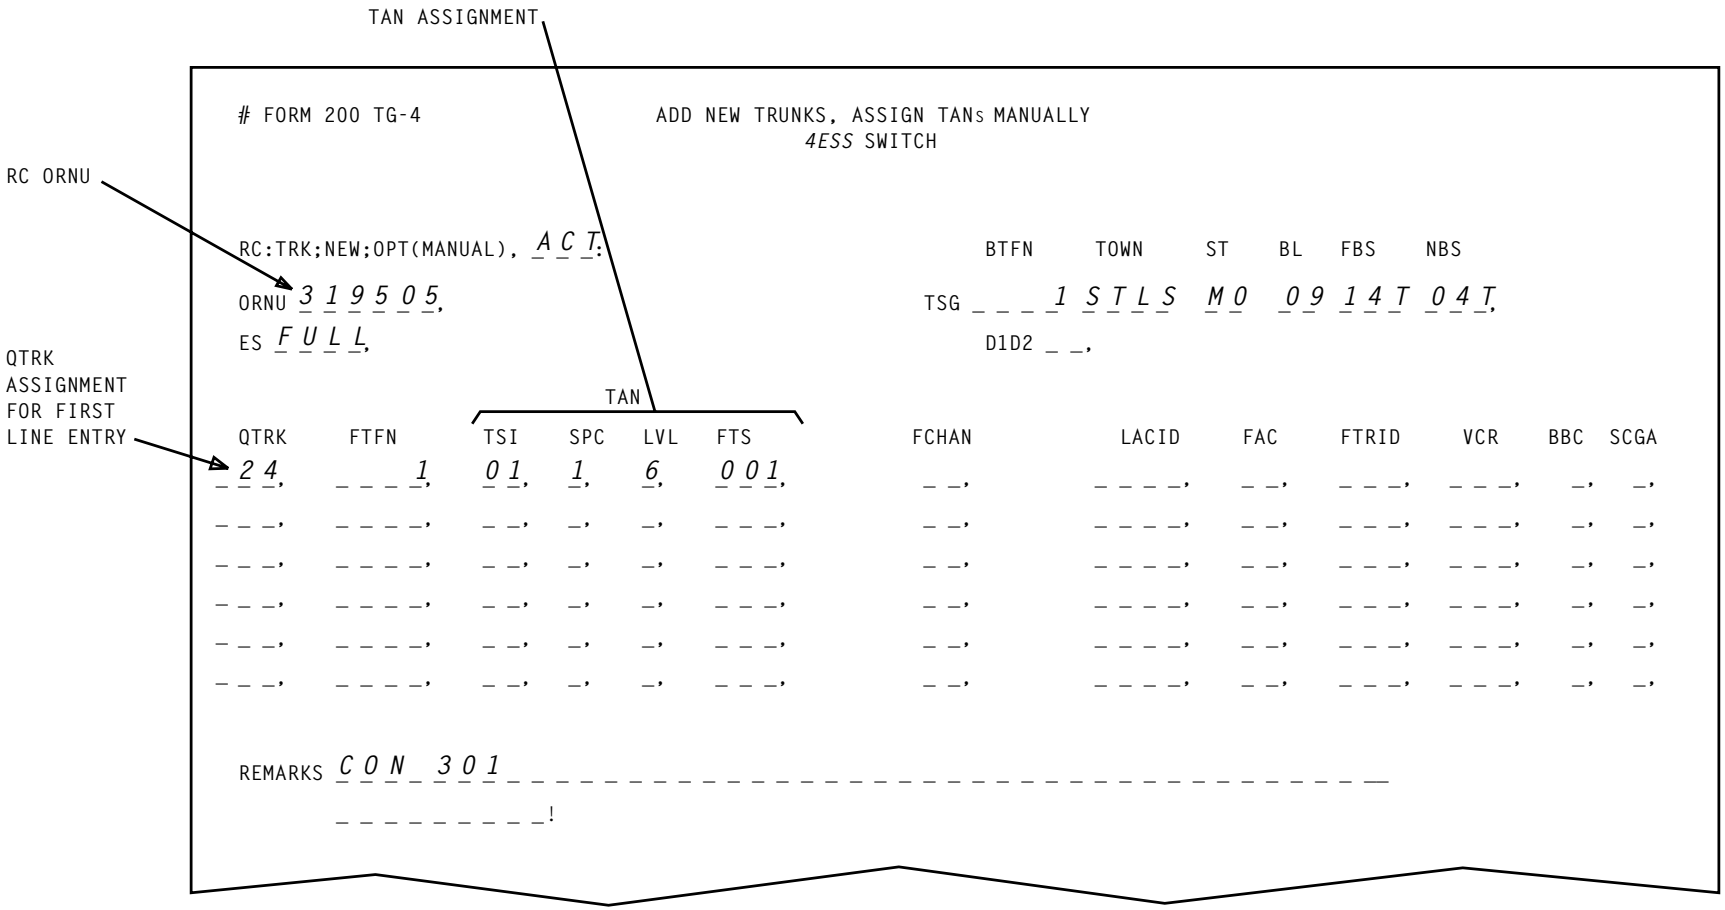
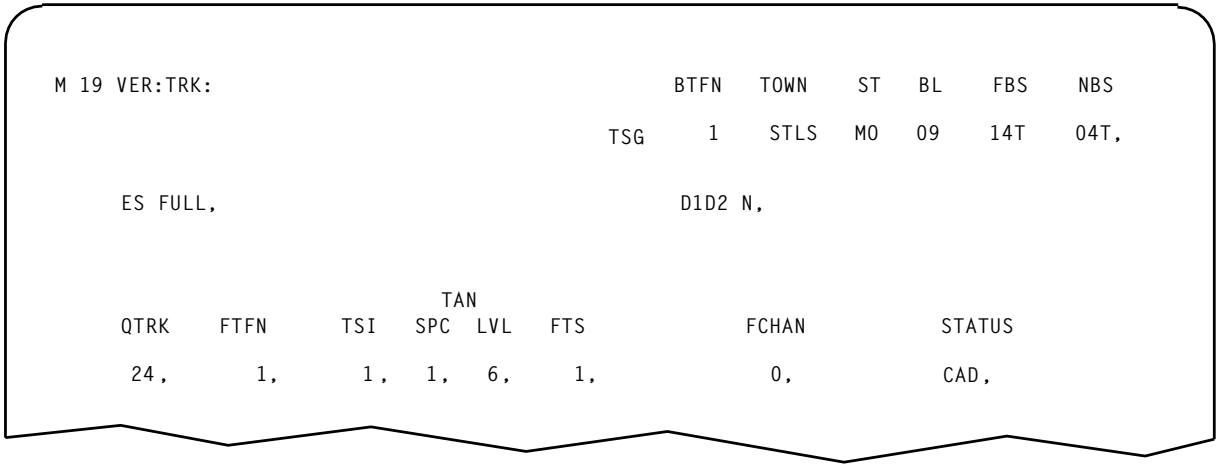

FIG. 1 — Sample of Completed RC Worksheet Form 200
FIG. 2 — Sample CRT Display of Output Verify Message
1. If **D1D2** entry on RC Worksheet [FIG. 1] is blank, **D1D2** entry on output verify message [FIG. 2] will be N
2. If **FCHAN** entry on RC Worksheet [FIG. 1] is blank, **FCHAN** entry on output verify message[FIG. 2] will be 0 (zero)